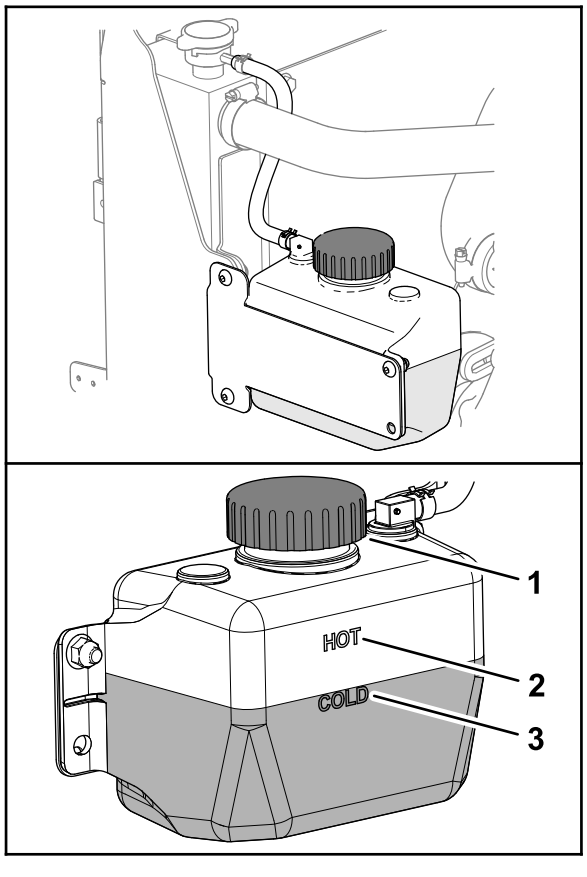

Figur 139
3. Kontrollér kølevæskestanden i beholderen (Figur 139).